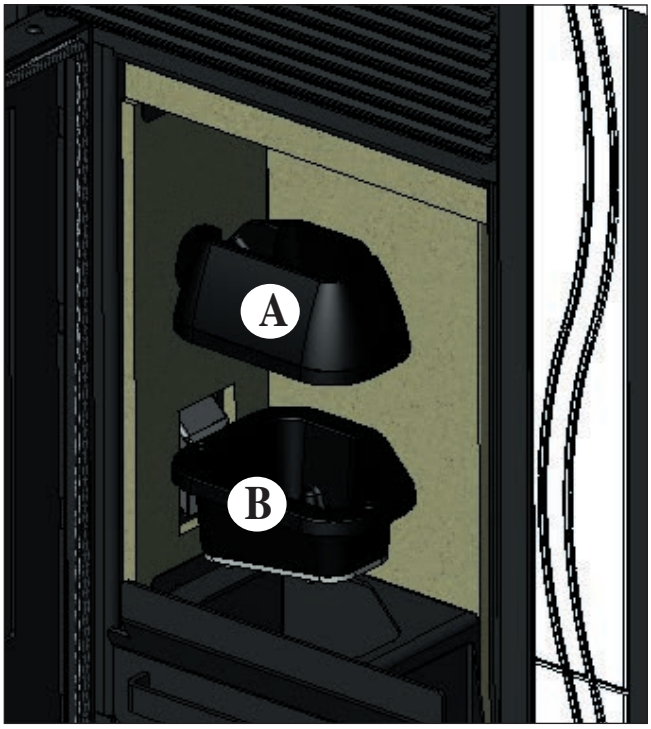

fig. 1
Após a limpeza normal, o acoplamento NÃO CORRECTO do recipiente superior (A) (fig. 1) **com o recipiente inferior (B)** (fig. 1) **pode comprometer o funcionamento da estufa.**